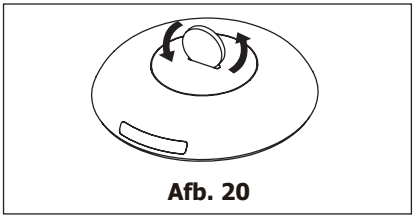

Afb. 20
2. Gebruik een muntje of iets dergelijks om de achterklep linksom te openen. (afb.20 & 21)